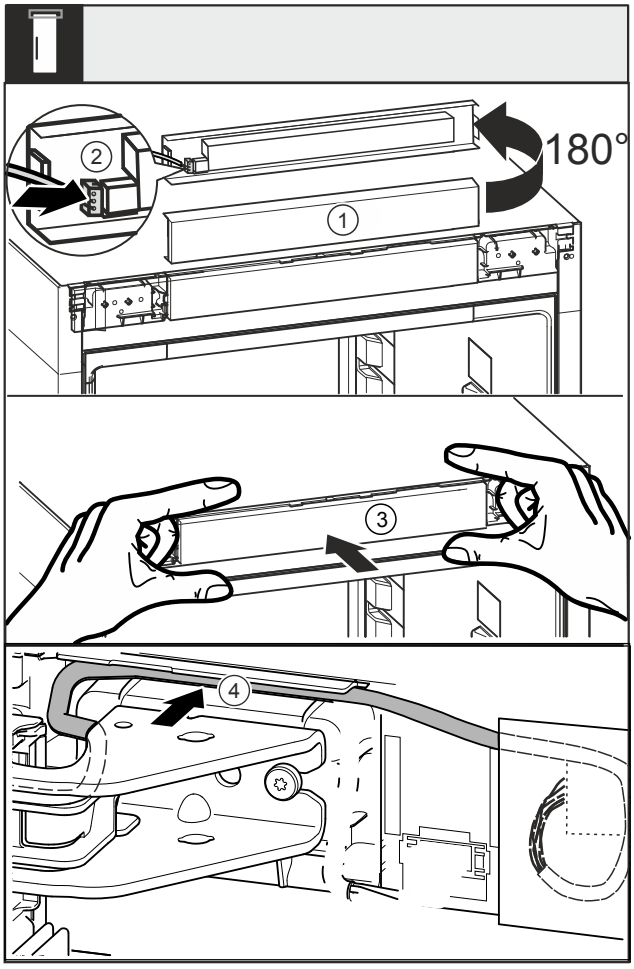

Fig. 47
▶ 将隔板 *Fig. 47 (1)*向上旋转 180°。
▶ 将插头 *Fig. 47 (2)*卡紧在控制面板上。
▶ 将隔板 *Fig. 47 (3)*重新卡紧在冰箱上。
▶ 将电缆通过上方托架小心地放置到导向装置 *Fig. 47 (4)*中。